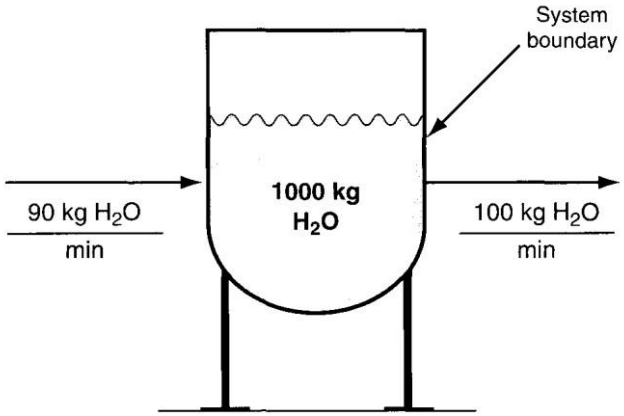

Figure 5.5 Initial conditions for an unsteady – state process with negative accumulation.
- **Figures 5.5** and **5.6** demonstrate **negative accumulation**.